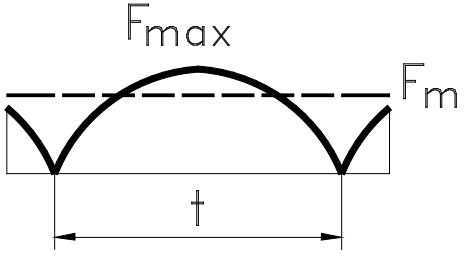

Fig. 6.3
a) the magnitude of load returns to zero and peaks in the next phase again (fig. 6.3).